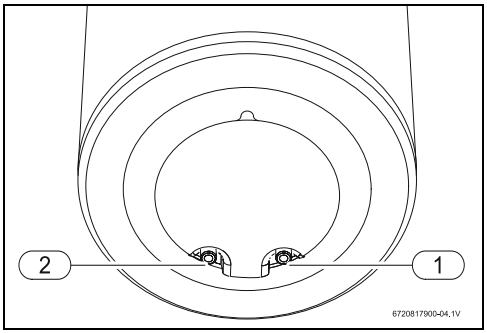

Fig. 11 Raccords d'eau (ES150/200)
- Marquer les conduites d'eau froide et d'eau chaude sanitaire de manière conforme pour éviter de les intervertir (fig. 11).